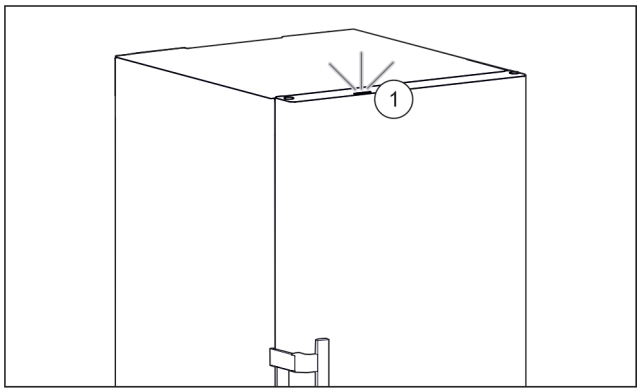

Fig. 90 Lumină de stare activă cu ușa închisă
▷ Lumina de stare *Fig. 90 (1)* este activată.